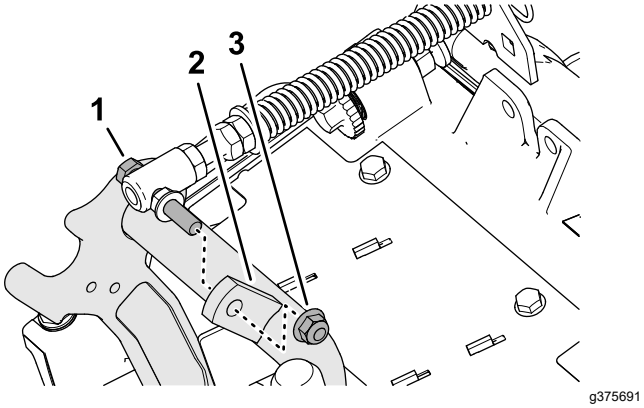

Рисунок 18
3. Отверните фланцевую контргайку (⅜ дюйма), которая крепит колпачковый винт пружины компенсации состояния грунта к правому выступу несущей рамы, и снимите пружину компенсации с режущего блока (Рисунок 18).